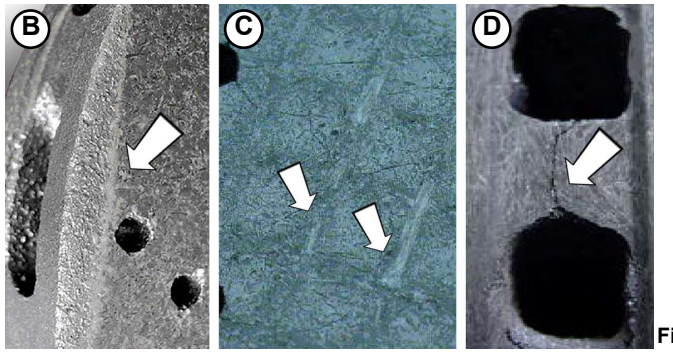

Fig.3
If the disk is worn (**Fig.3**), it must be replaced if:
- the edge of the disk is completely worn down (**B-Fig.3**).
- if there are obvious marks on the face of the disk (**C-Fig.3**).
- if there are cracks between the slotting on the circumference (**D-Fig.3**).